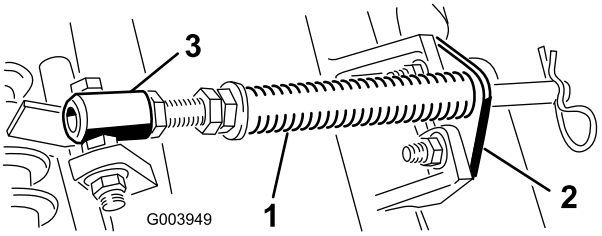

**Figur 4**
A. Fjern de to bræddebolte og møtrikker, der fastgør stangbeslaget på klippeenhedens tapper (Figur 4).
B. Fjern den flangemøtrik, der fastgør fjederrørets bolt på bærerammens tap (Figur 4). Fjern enheden.